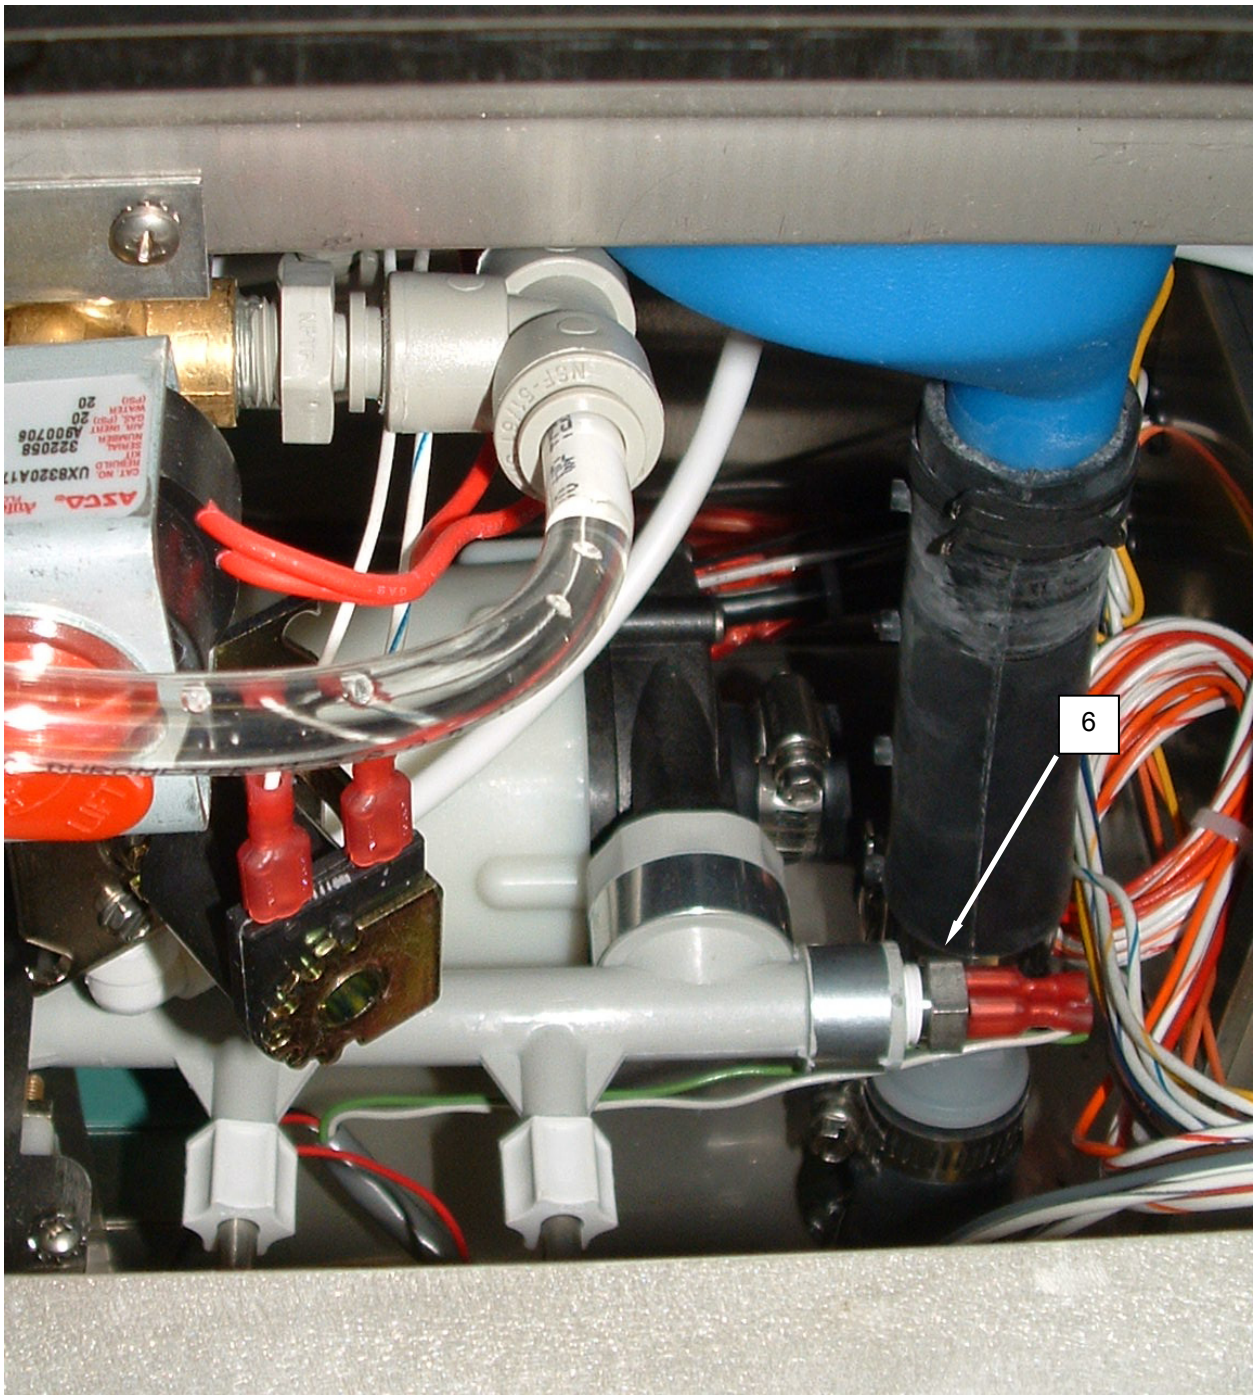

Figure 4. Replace the Thermistor.
3. Tag and disconnect wiring from the thermistor **(Figure 4, Item 6)**.
4. Unscrew the thermistor **(Figure 4, Item 6)**.
5. Install the replacement thermistor **(Figure 4, Item 6)**.
6. Connect wiring to the replacement thermistor **(Figure 4, Item 6)** as tagged.